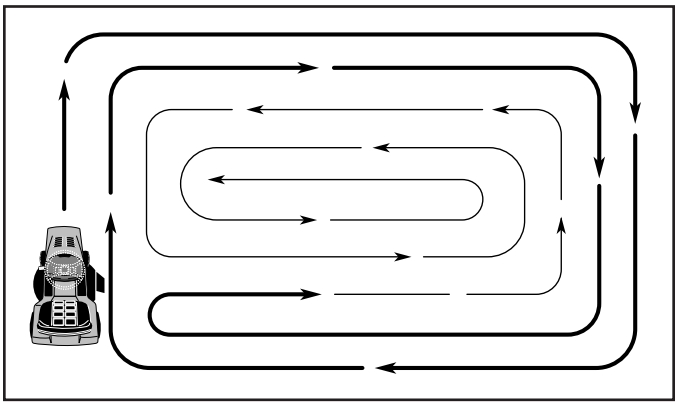

Fig. 15
- Pour tondre une grande surface, on vous conseille de commencer par tourner à droite, de façon à ce que l'herbe ne soit pas déversée sur les arbustes, les clôtures, les allées, etc. Après un ou deux tours, tondez en sens inverse en tournant à gauche jusqu'à ce que le travail soit achevé (Voir la Fig. 15).